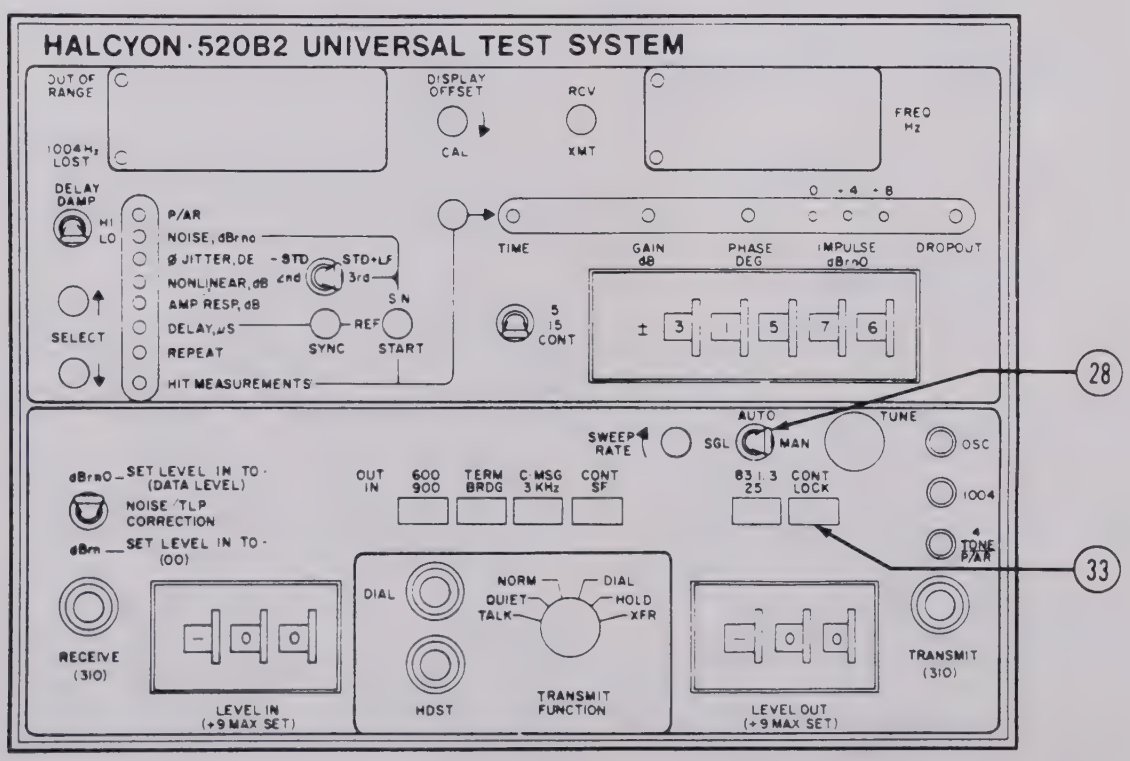

Figure 3-24. Oscilloscope Attenuation Distortion Measurement Controls
(1) Near-End to Far-End Measurement. (See figure 3-24.) The procedure for this transmit-only measurement is as follows: